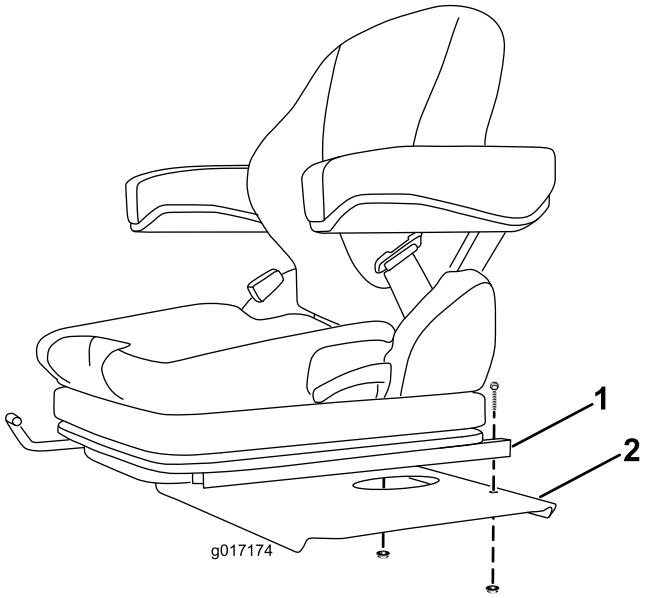

Figur 8
1. Montera bakdelen på varje sätesskena på sätesplattan med en skruv och flänsmutter (Figur 8).